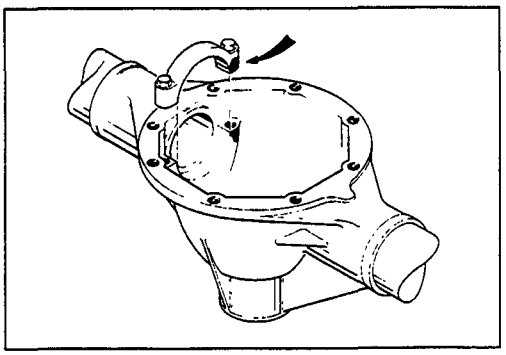

Figure 12
1. Remove the differential bearing cap bolts and bearing caps; note that the bearing caps are not interchangeable and that they must be marked to ensure that they are returned to their original positions. (A paint flash on the L.H. cap and adjacent carrier is applied by the factory). (Fig. 12).